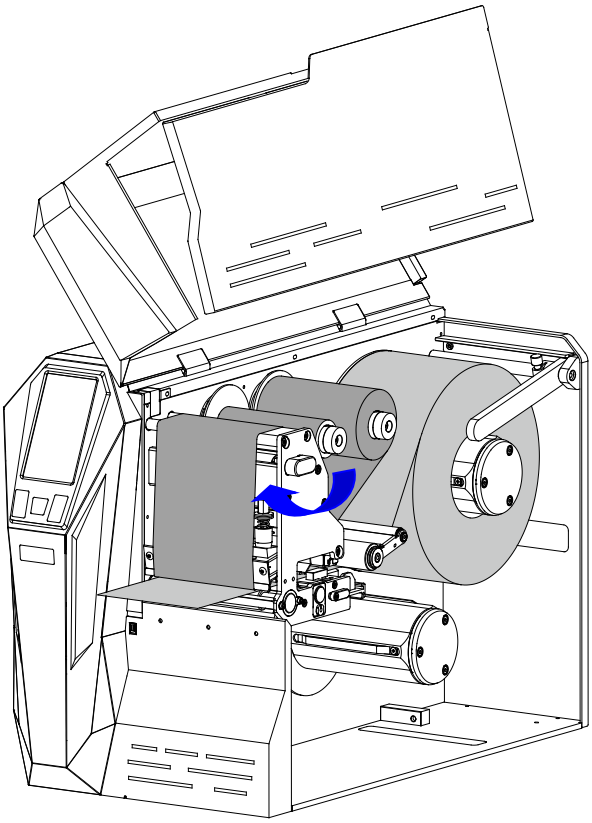

Figure 2-21 Lock the Printhead
7. Turn the Printhead Handle clockwise to lock the Printhead in place, as shown in Figure 2-21.